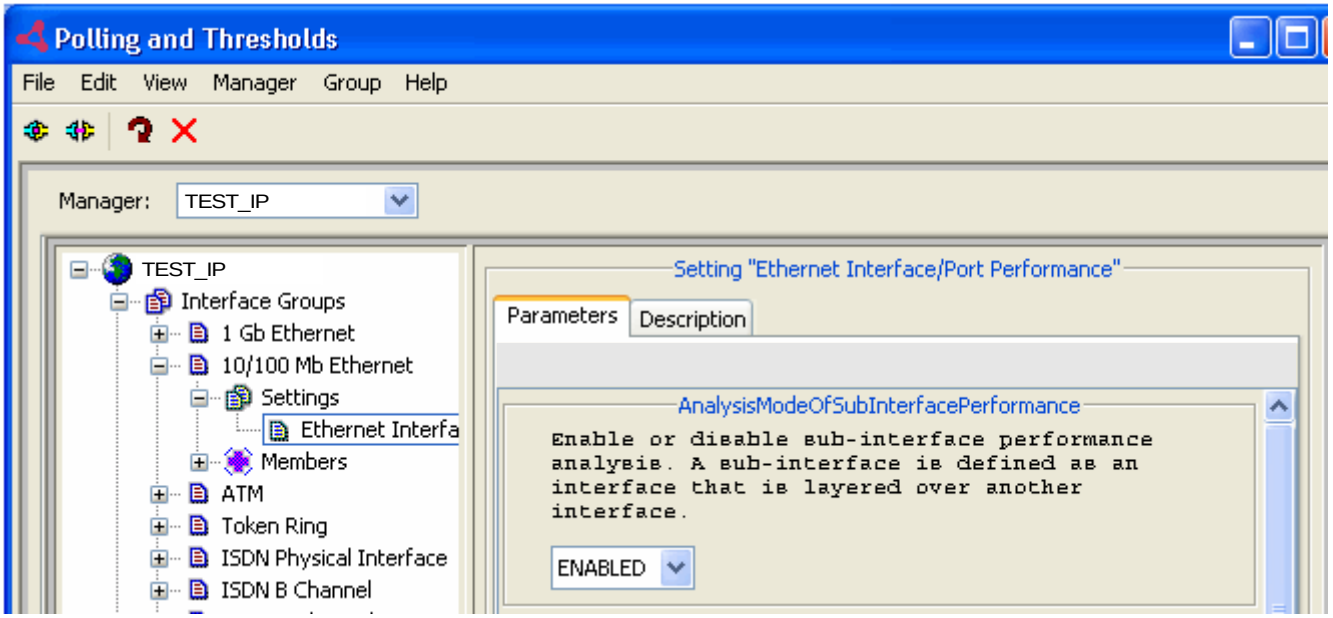

Figure 12 Enabled subinterface performance analysis
7. In this example, subinterface performance analysis must be enabled. Scroll to the top of the **Parameters** tab. Enable subinterface performance analysis if disabled, as shown in Figure 12 on page 68.